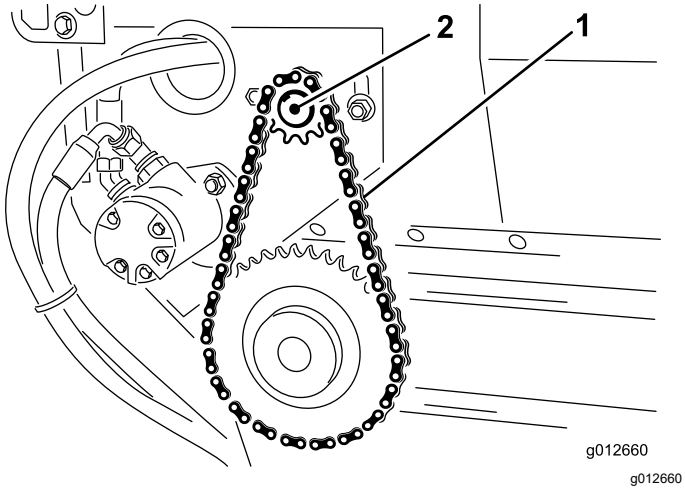

Figuur 24
3. Zet de bouten en moeren los waarmee de motor en de tandwielen aan het hoofdframe zijn bevestigd (Figuur 24).
4. Draai de motor en de tandwielen (Figuur 24) in de montagesleuven tot de ketting van de transportband een speling heeft van 3,2 mm.
5. Draai de bevestigingsbouten vast (Figuur 24).